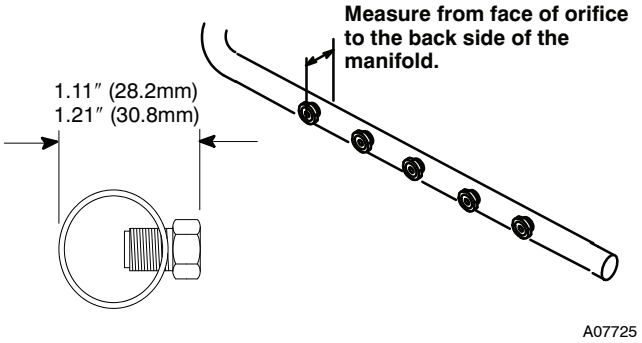

Fig. 38 - Changing Orifices
3. For operation with Propane gas, gas orifices **MUST** be changed and manifold pressure **MUST** be *maintained* as per Table 7 . Orifices can be ordered through our distributor. (See Fig. 38).
4. Tighten orifices so it is seated and gas tight. (See Fig. 38)